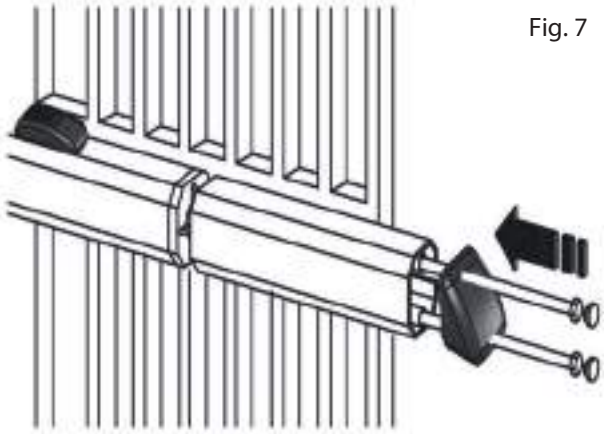

Fig. 7
N) Prepare el cárter de protección y colóquelo sobre el operador como se indica en la fig. 7;